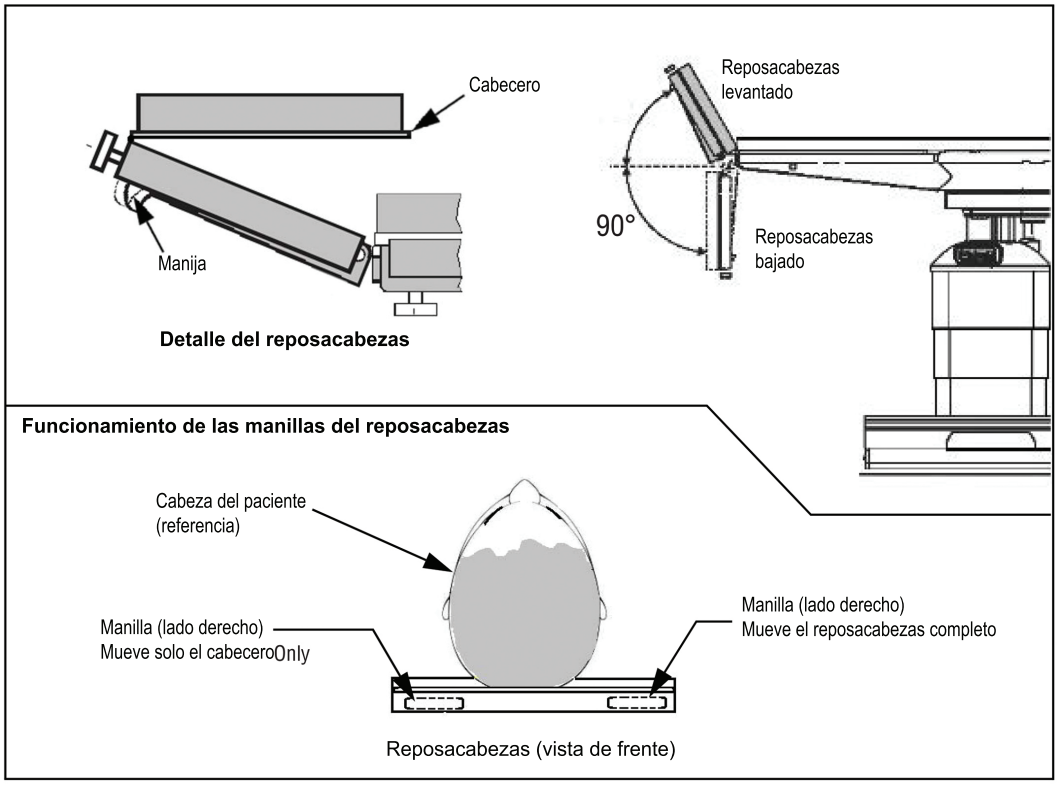

Figura 4-11. Ajuste del reposacabezas
NOTA: Para obtener instrucciones sobre cómo ajustar el reposacabezas, consulte *Operación de mesa quirúrgica*, y la *Figura 4-11*.
1. **Afloje completamente ambos tornillos de bloqueo ubicados en el borde inferior del marco posterior (consulte *Figura 4-11*).**